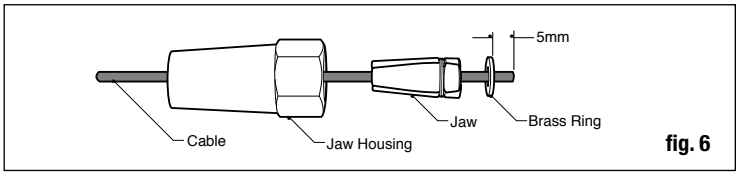

fig. 6
Step 11: To install cable, start at the turnbuckle location and feed cable through cable spacers/posts to fork jaw location. To install cable into fork jaw or turnbuckle, slide jaw housing onto one end of the cable. Slide the jaws onto the cable. Place the brass pressure ring onto the cable 5 mm from the end. Slide the jaw housing down over the jaws (fig. 6). Tighten the lock nut firmly to the jaw housing. Run cable through cable spacer(s)/post.